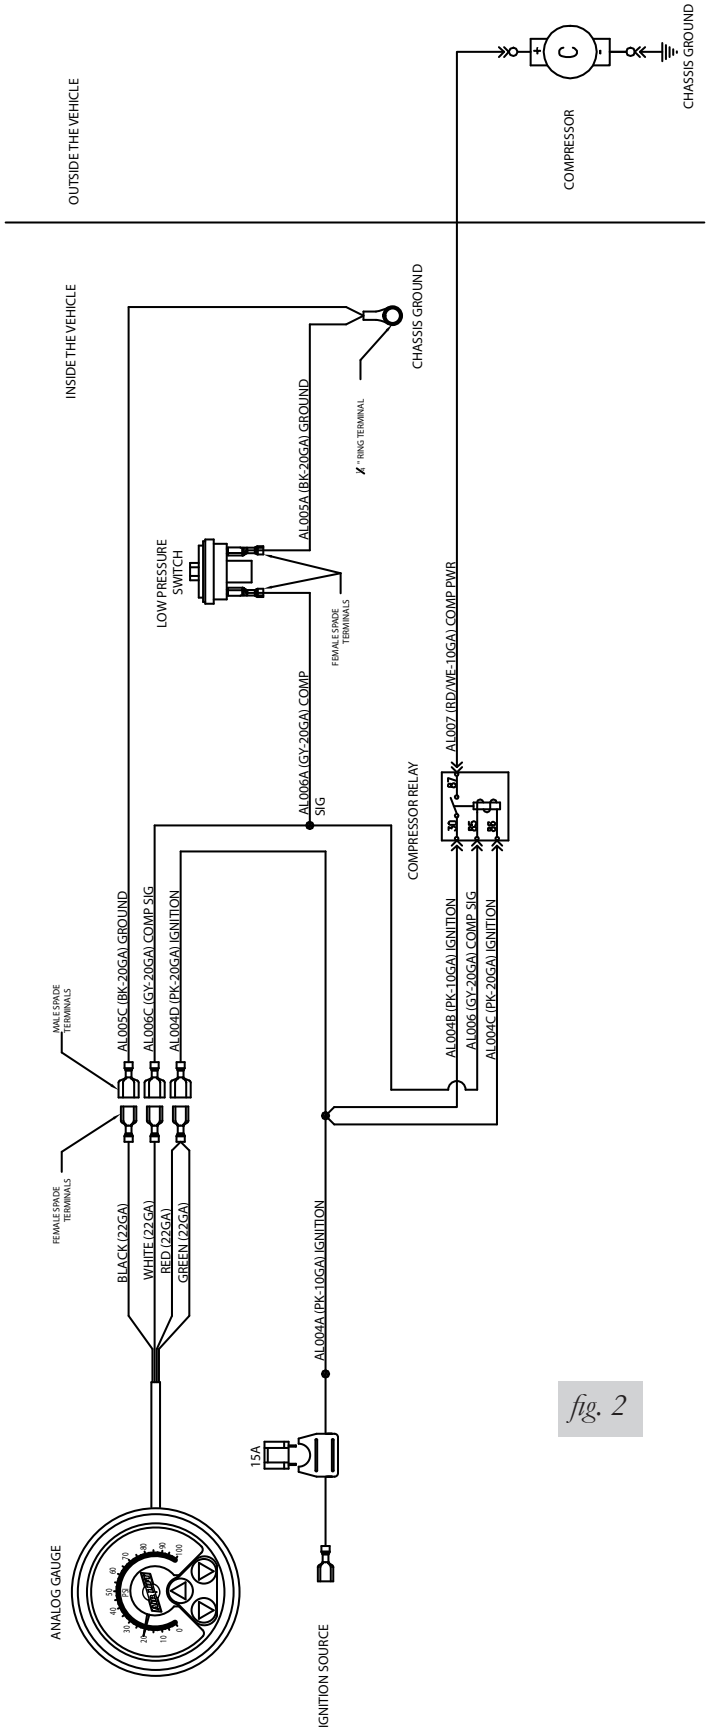

fig. 2
b. Connect the low-pressure switch assemblies as shown in figures 2 and 9.